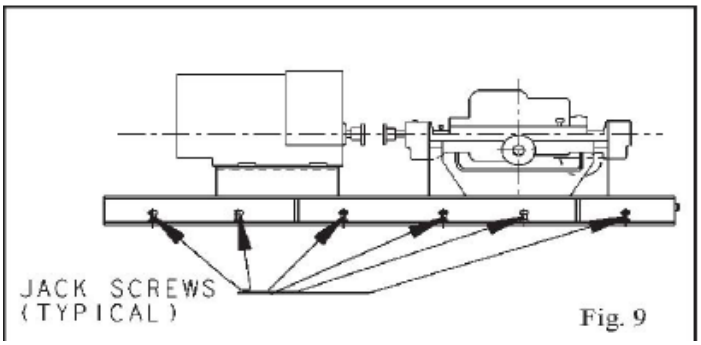

Рис. 9:
- Опустите опорную плиту на фундаментные болты. Опорная плита должна располагаться на верхней части фундамента на предусмотренных в ней подъемных винтах (Рис. 9 и 10).